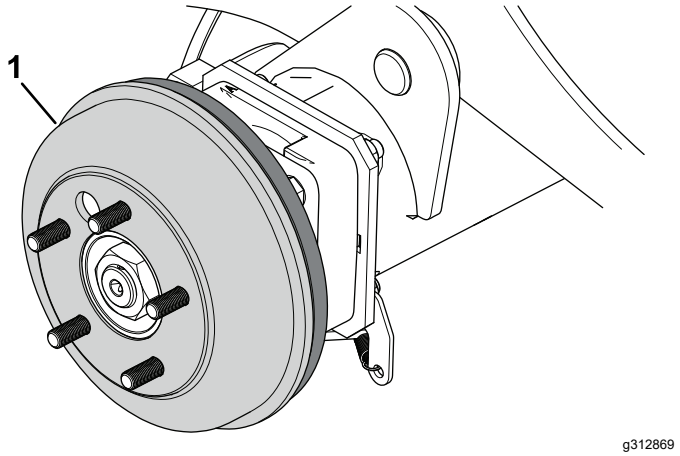

Figur 71
4. Ta bort bromstrummorna (Figur 71) för hand.